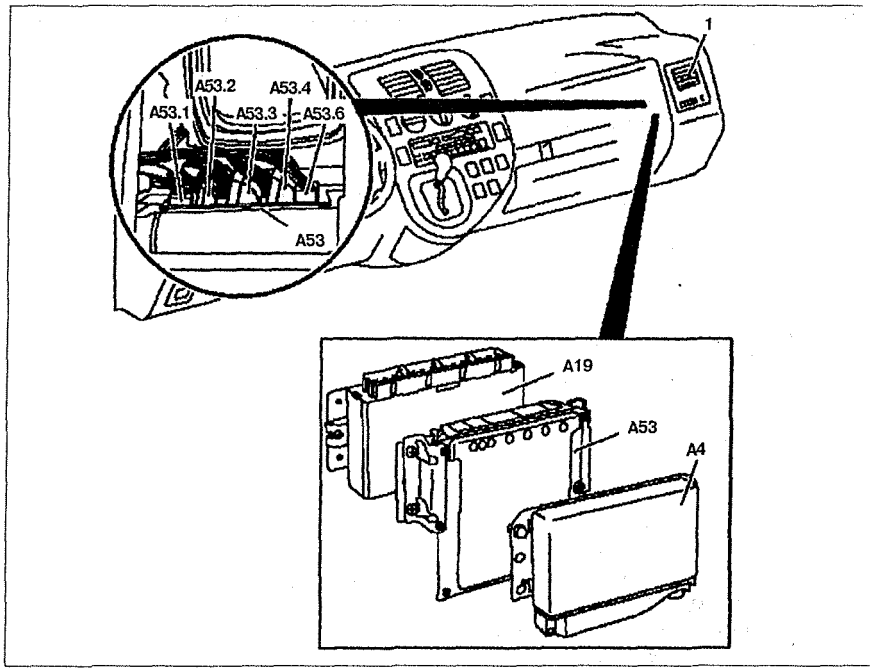

Рис. 5.55. Блок управления электронной системой впрыска топлива CDI:
3. Снимите правый боковой дефлектор **1** (см.рис.5.55).